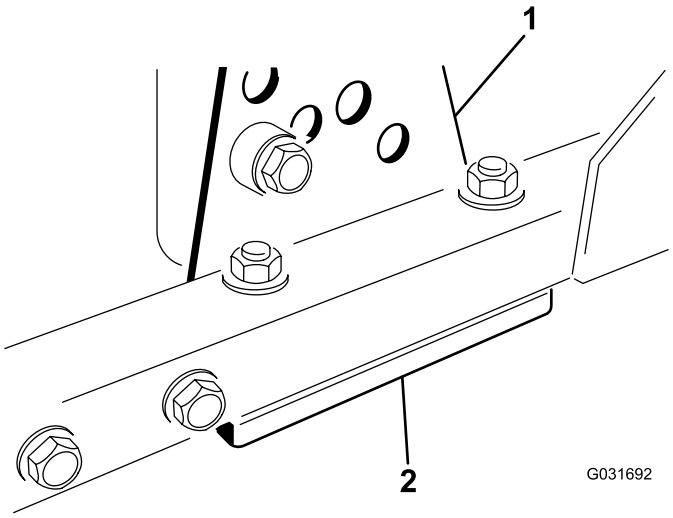

Figur 64
1. Ta klippehøydebraketten (fremre, venstre eller høyre) av klippeenhetens ramme (Figur 64).
2. Juster 1,5 mm mellomlegg og/eller 0,7 mm mellomlegg mellom klippeenhetens ramme og brakett for å oppnå ønsket klippehøyde (Figur 64).